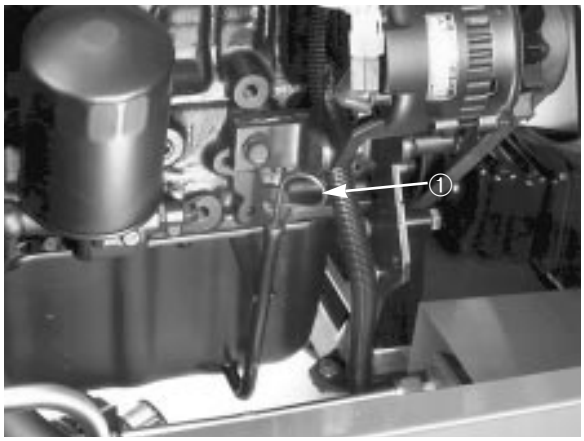

Figure 2
3. Sortir la jauge, l'essuyer sur un chiffon propre et la remettre dans le goulot de remplissage. La ressortir et vérifier le niveau d'huile. Il doit toujours atteindre le repère FULL (PLEIN) sur la jauge (Fig. 2).